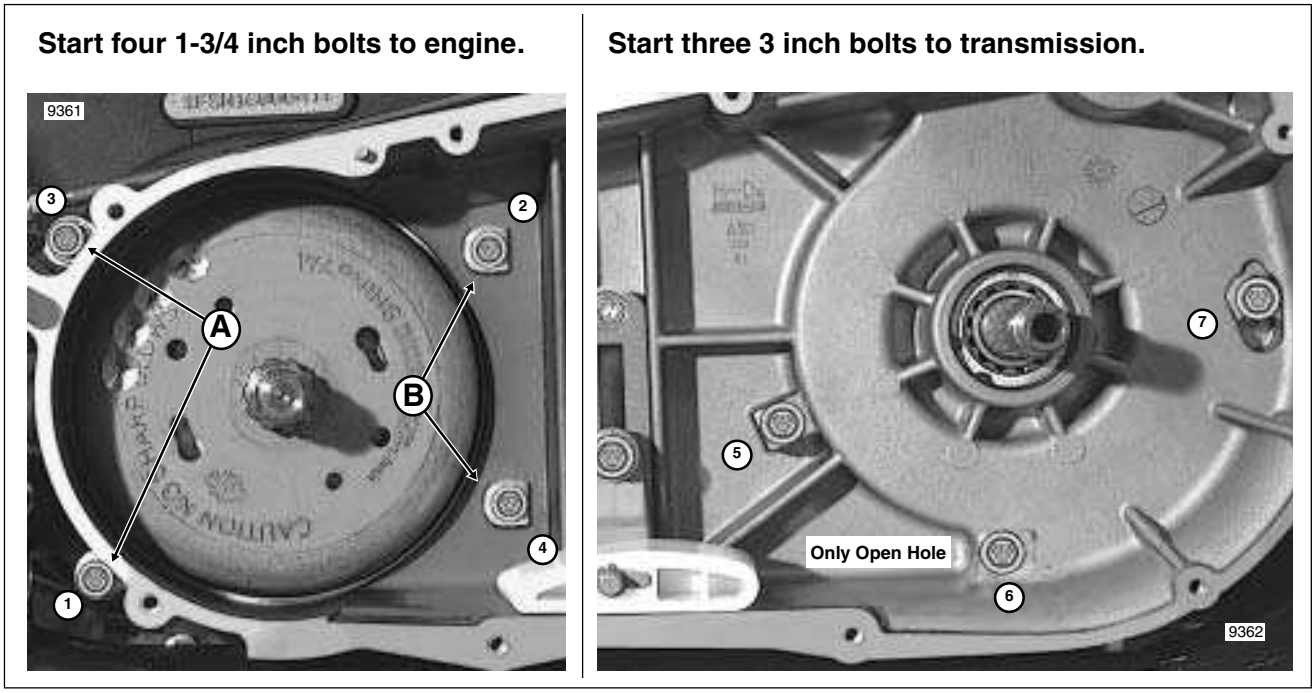

Figure 6-28. Primary Chaincase Screw Size and Torque Sequence
If the use of sealant is absolutely necessary to eliminate oil wicking past the primary chaincase bolts, use only a light film around the bolt holes on the mating surfaces. With one exception, remember that all bolts go into blind holes. The only open hole is located at the bottom of the transmission case. See right frame of Figure 6-28.
a. See A in left frame of Figure 6-28. Start two bolts (1-3/4 inches with captive washers) to fasten outside edge of primary chaincase to front of crankcase.
b. See B in left frame of Figure 6-28. From within the primary chaincase, start two bolts (1-3/4 inches with captive washers) to fasten primary chaincase to rear of crankcase.
c. See right frame of Figure 6-28. From within the primary chaincase, start three bolts (3 inches with captive washers) to fasten primary chaincase to front and rear of transmission.
d. Tighten the seven bolts to 15-19 ft-lbs (20.3-25.8 Nm) in the numerical sequence shown in Figure 6-28.